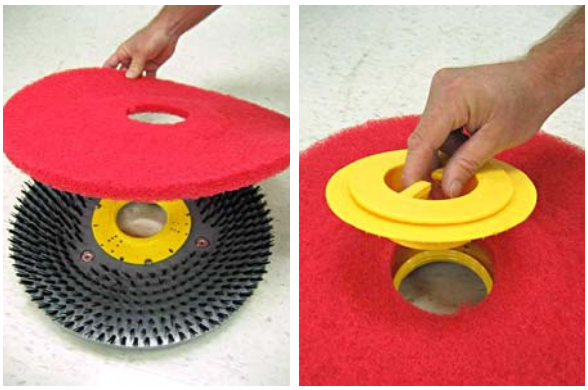

FIG. 9
3. Placez le patin sur le système d'entraînement et fixez-le à l'aide du verrou central (Figure 9).